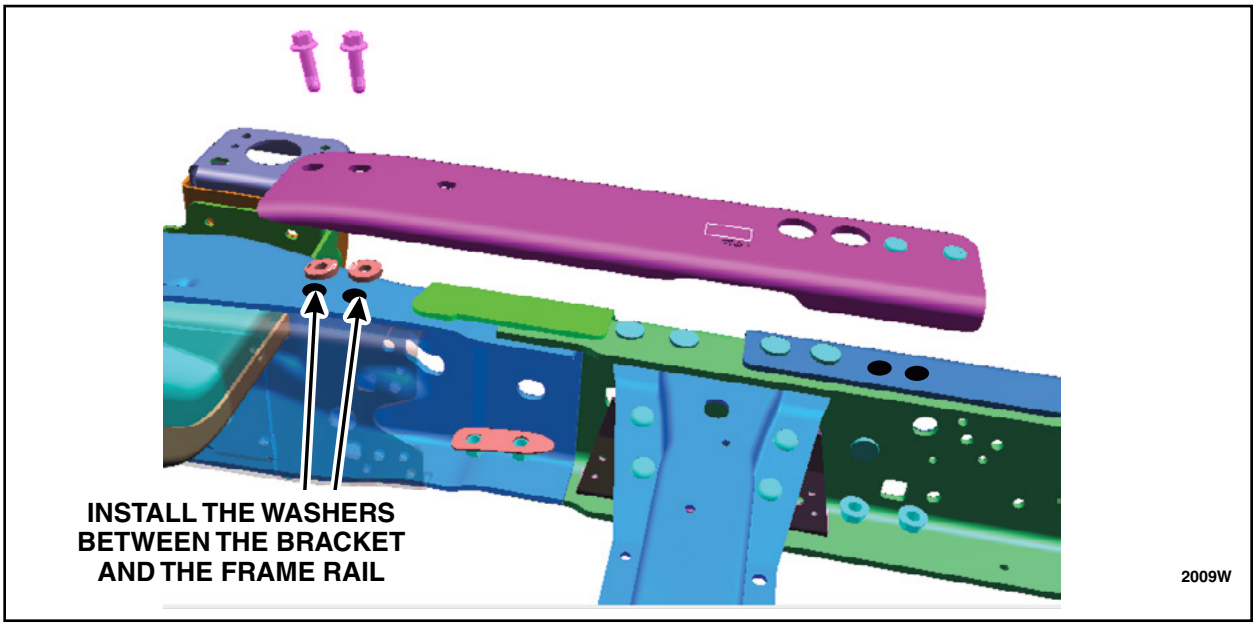

FIGURE 15
17. Install a spacer, Part Number LC3C-5113-CA, between the upper bracket and the frame rail, one for each bolt, then install front bracket to frame bolts in the front two holes and postion the front nut plate in the frame and start the bolts into the nut plate. See Figures 15 and 16.